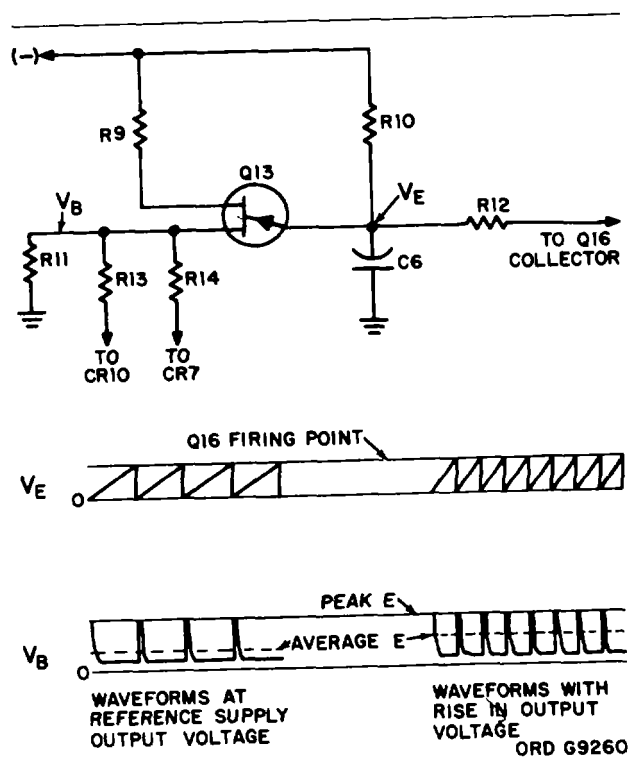

Figure 13. Regulator waveshapes.
(1) When the power supply is connected to 1 10v and the power switch is closed, neither VDR conducts, so relay K1 is deenergized and relay K2 is energized. Current flows through K2 contact 2, and branches through two parallel paths. One path is through T1 primary winding 1-3, through K1 contact 2, and back to the line. The other path is through K1 contact 1, through T1 winding 2-4, and back to the line.
(2) When the power supply is connected to 220v and the power switch is closed, RT3 conducts, so both relays are energized. Current flows through relay K2 contact 1, through half the primary winding, through relay K1 contact 1, through the other half of the primary winding, and back to the line. Thus the same voltages are produced in the transformer secondary for 110v and 220v input to the switching circuit.
(3) The power supply is protected against high line voltage. If the input voltage should much exceed 220v, VDR RT4, in parallel with K2 coil, will conduct. As a result, K2 will deenergize and cut off power to the transformer primary.
c. Let's follow the sequence of regulation when the voltage at the power supply output tries to increase (fig. 13). Voltage at Q16 emitter goes more negative with respect to the base, increasing conduction of Q16. By shunting action, this decreases the current charging' C6, so that it takes longer for C6 to charge to the firing point of Q13. As a result the frequency of the trigger pulses at Q13 base 2 decreases.. Since the trigger is lower in frequency, it will fire the SCR's later in each alternation. The firing angle of the SCR's is reduced, lowering the average current through them and therefore lowering the voltage at the bridge output. When the power supply output voltage tries to decrease, the opposite happens.